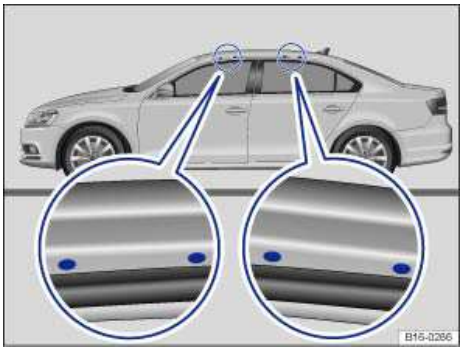

Fig. 90 Attachment points for the base carrier and roof rack.
The front and rear attachment points for the base carrier are on the underside of the roof frame ⇒ fig. 90 (left magnified view). There are also mounting holes ⇒ fig. 90 (right magnified view).
- **Secure the roof rack base carrier only at the attachment points shown in the illustration ⇒ fig. 90.**